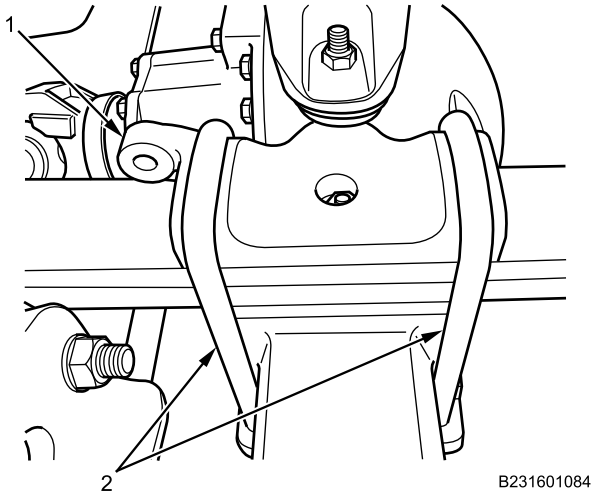

Figure 3. Front Shock Absorber Lower Mounting Bracket Installation.
1. Install front shock absorber lower mounting bracket (Figure 3, Item 1) on front spring assembly.
2. Install U-bolts (Figure 3, Item 2) on front shock absorber lower mounting bracket (Figure 3, Item 1).